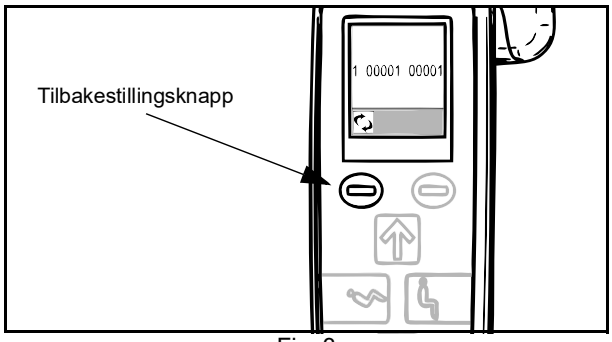

Fig. 3
3. Syklustellerens display viser to kolonner med tall (se Fig. 3). Tallene representerer samlet tid (i timer) som masten er blitt betjent med motoren.